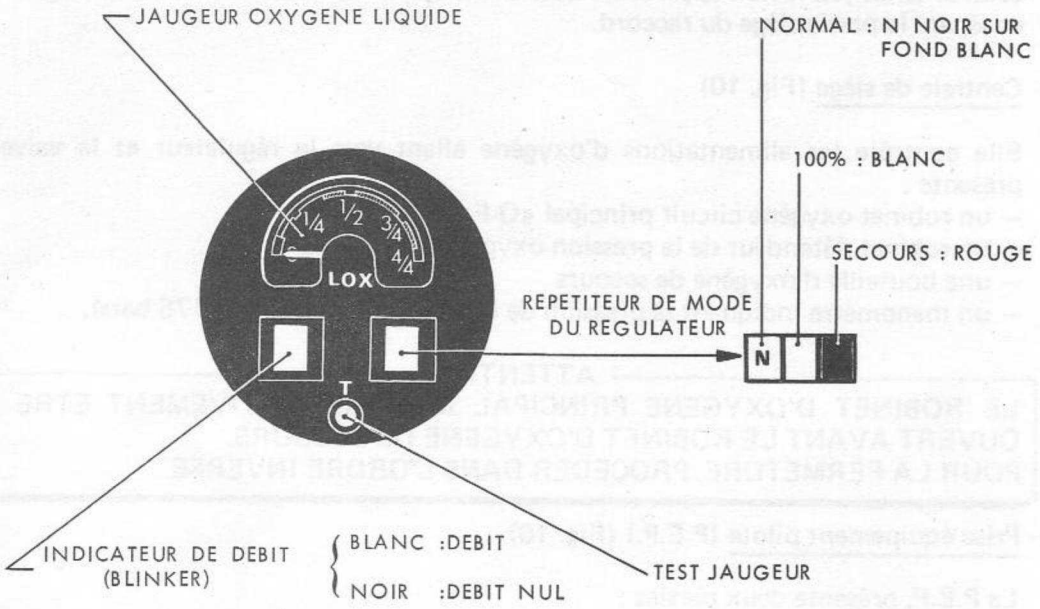

FIGURE 11 - INDICATEUR COMBINE D'OXYGENE
13.2.2.7 - Indicateur combiné d'oxygène (Fig. 11)